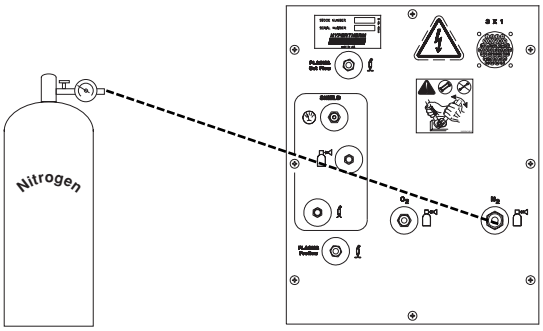

Figure 7-7 Nitrogen Supply to N_2 Input of Gas Console
6. Connect the nitrogen supply hose to the N_2 connection of the gas console. See Figure 7-7.